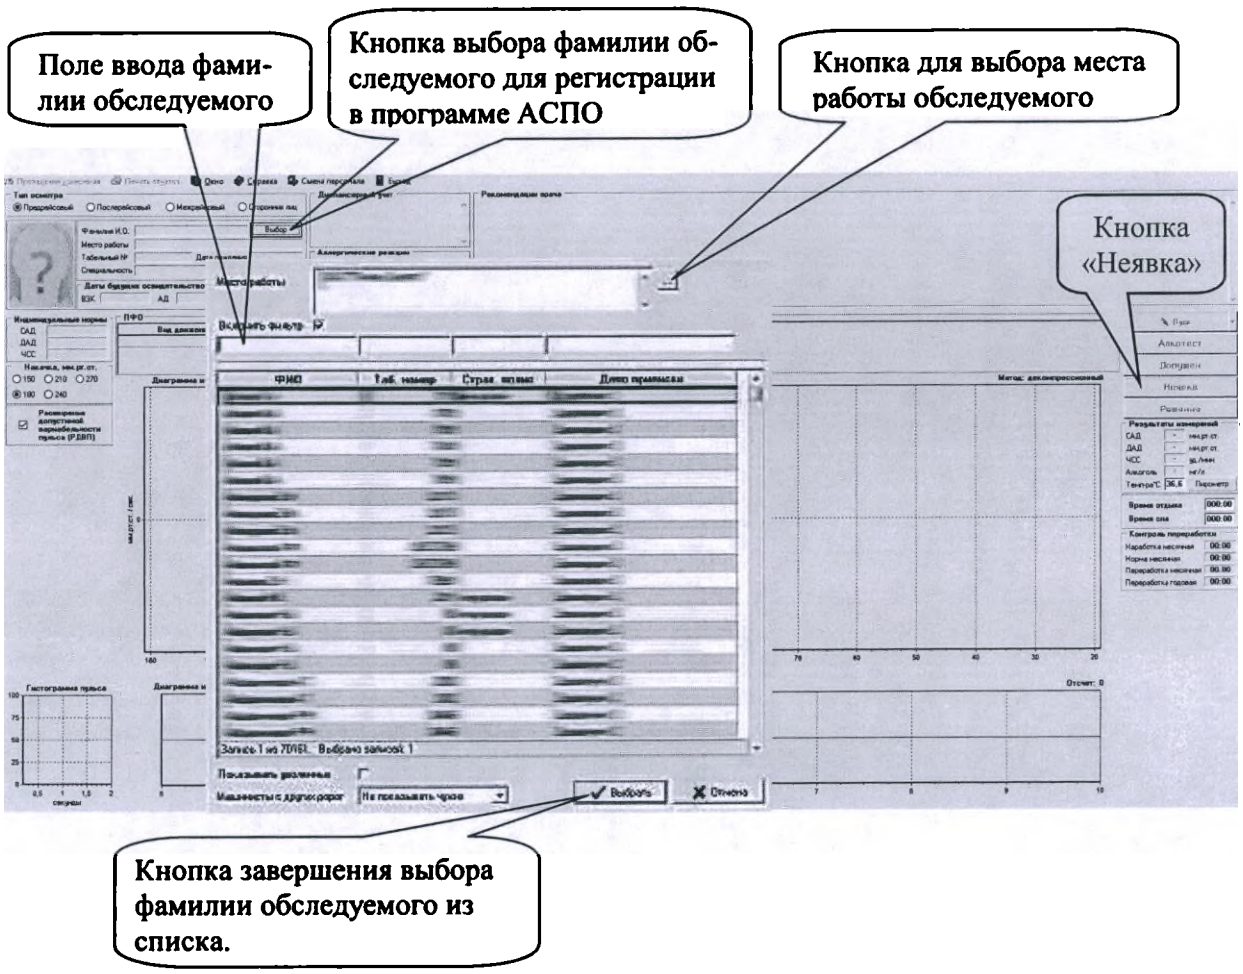

Рисунок 8.2
2.4.4.2 Перед проведением осмотра проведите регистрацию обследуемого в программе. Если в системе установлен считыватель карт, поднесите карту к считывателю и регистрация обследуемого работника произойдет автоматически. Для регистрации в ручном режиме подведите курсор мыши к кнопке [Выбор], расположенной в верхней части экрана (рисунок 8.2) и нажмите левую клавишу мыши. На экране появится список обследуемых работников.
2.4.4.6 Если Вы проводите осмотр лиц, которые приписаны к иному месту работы на данном предприятии (это могут быть отделы, службы, депо, автопарки и пр.), нажмите на кнопку [redacted] (рисунок 8.2) и выберите из появившегося списка необходимое место работы, к которому приписан обследуемый. После этого появится список обследуемых, относящихся к требуемому месту работы, из которого уже необходимо выбрать нужную фамилию.